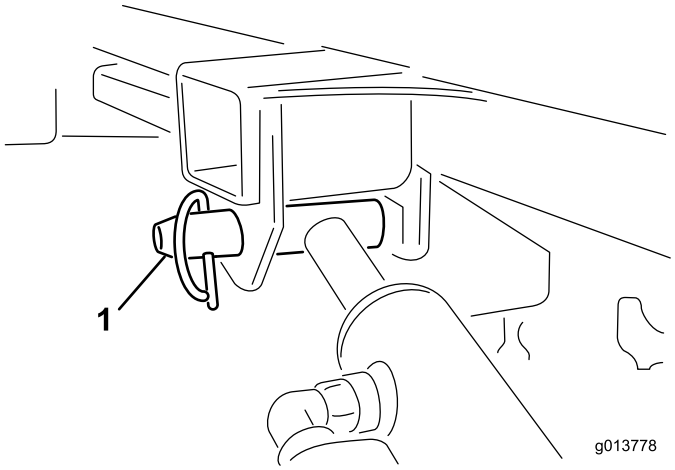

**Figur 51**
11. Hold løftecylinderen med en hånd. Fjern løftecylinderens låsepind (Figur 51) med den anden hånd.